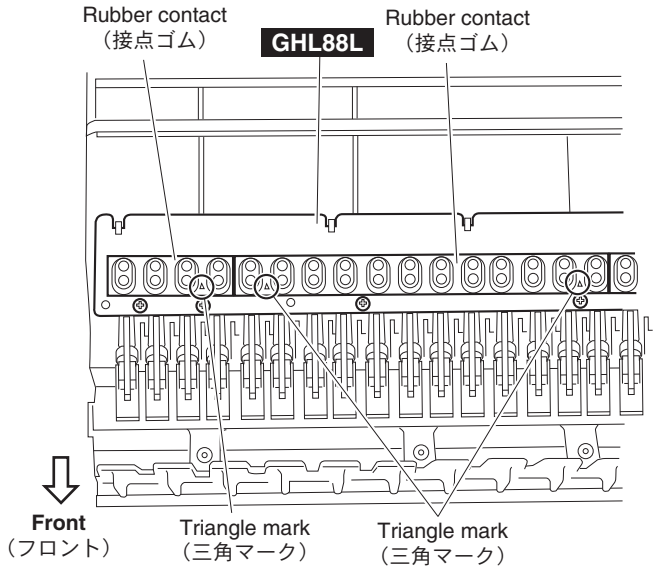

Fig. D-2（図 D-2）
* **A triangle mark (△) on the rubber contact must face the front. (Fig. D-2)**
※ **接点ゴムの三角マーク（△）がフロント側になることを確認します。（図 D-2）**